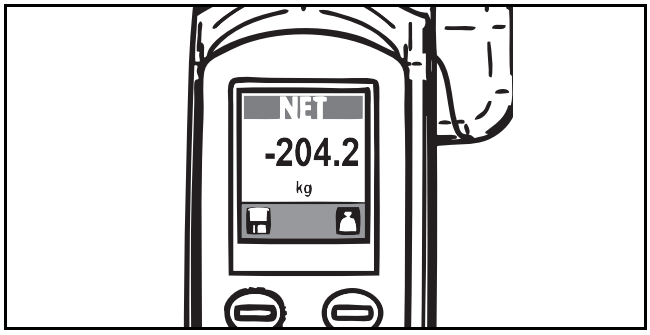

Abb. 67
2) Beenden Sie den Transfer, lassen Sie den Bewohner/Patienten herab und nehmen Sie ihn aus dem Gurtsystem. Die Waage zeigt einen negativen Wert an (siehe Abb. 67).